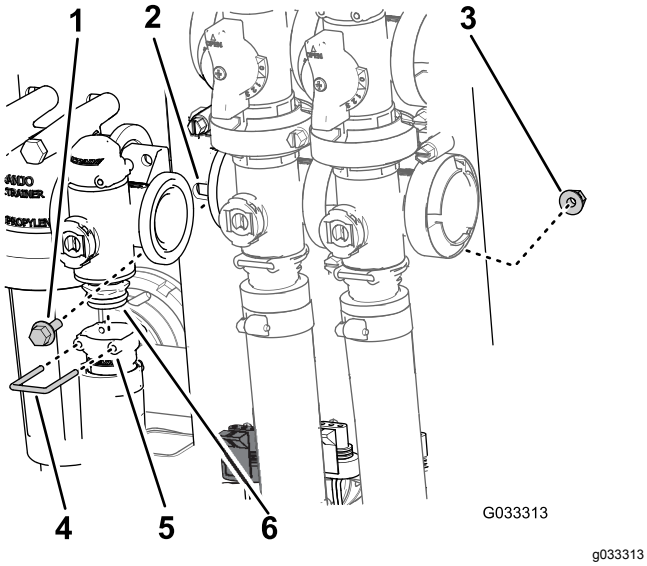

**Rysunek 63**
2. Zdejmij element ustalający mocujący złącze wylotu do rozgałęźnika zaworu regulacji dawki (Rysunek 63).
3. Odkręć 2 śruby kołnierzowe i nakrętki zabezpieczające kołnierzowe mocujące zawór regulacji dawki do jego wspornika, a następnie odkręć rozgałęźnik zaworu od maszyny (Rysunek 63).